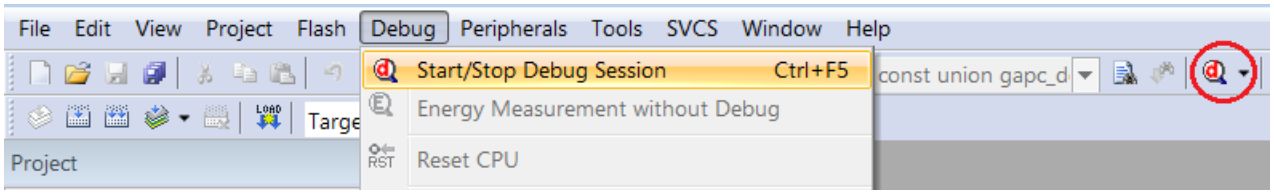

Figure 29. Start/Stop Debug Session Icon
2. Select **Debug** > **Start/Stop Debug Session** or click the icon shown in the "Start/Stop Debug Session Icon" figure (Figure 29).